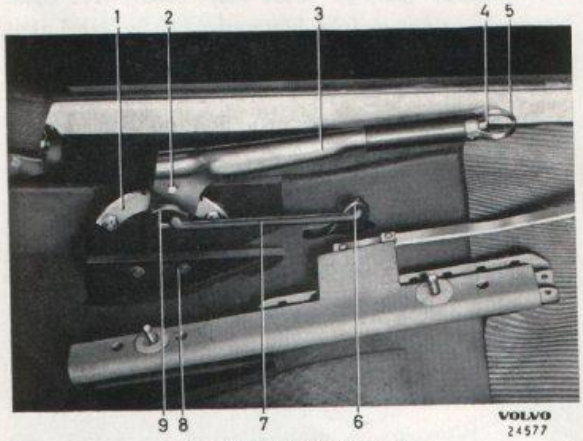

Bild 7-31. Handbromsspak
2. Tag bort saxpinnen och brickan vid axelns hävarm (6, bild 7-31). Vrid dragstången (7) så att den kan lossas från handbromsspaken. Demontera spärrsegmentet (1).
3. Skruva ur skruvarna för lagerfästet (8) och driv ut tapp och fäste. Lyft fram spaken (3).
2. Lossa handbromsen och koppla från dragstången (7, bild 7-31) från axelns hävarm (6).